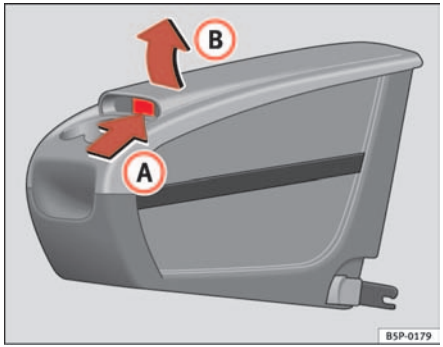

Fig. 112 Mobile stowage compartment Opening
– Lift the cover (B), in area (A) ⇒ fig. 112.